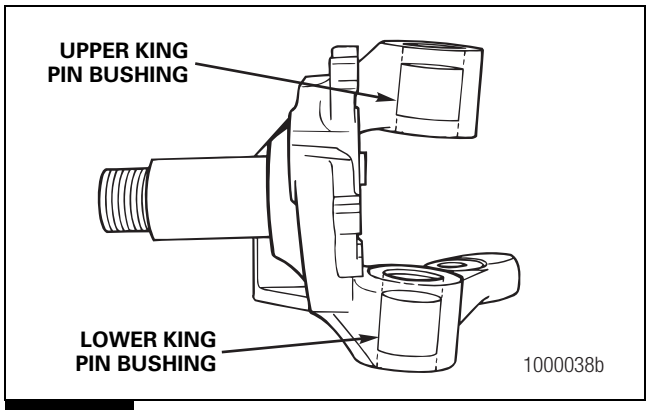

Figure 4.31
D. Turn the knuckle upside down. Install the tool into the lower king pin bushing and press it from the knuckle bore. Figure 4.31.